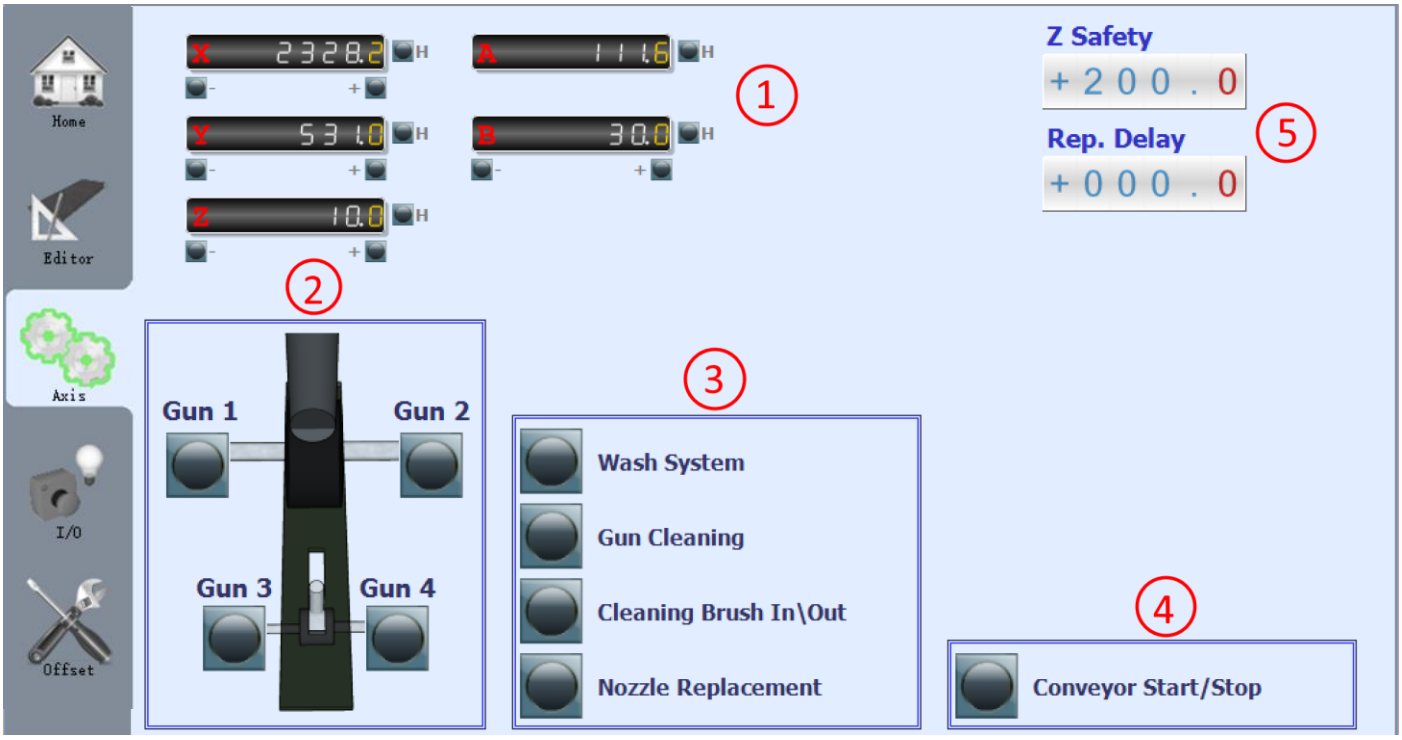

图 5
- 枪清洁 X,Y,Z,A,B：枪清洁过程中轴的位置。参见枪清洁（图 5、3）。
- 清洗 X,Y,Z,A,B：枪清洗过程中轴的位置。参见清洗系统（图 5、3）。
- X,Y,Z 管嘴：用于枪可视化控制的轴位置。参见管嘴更换（图 5、3）。